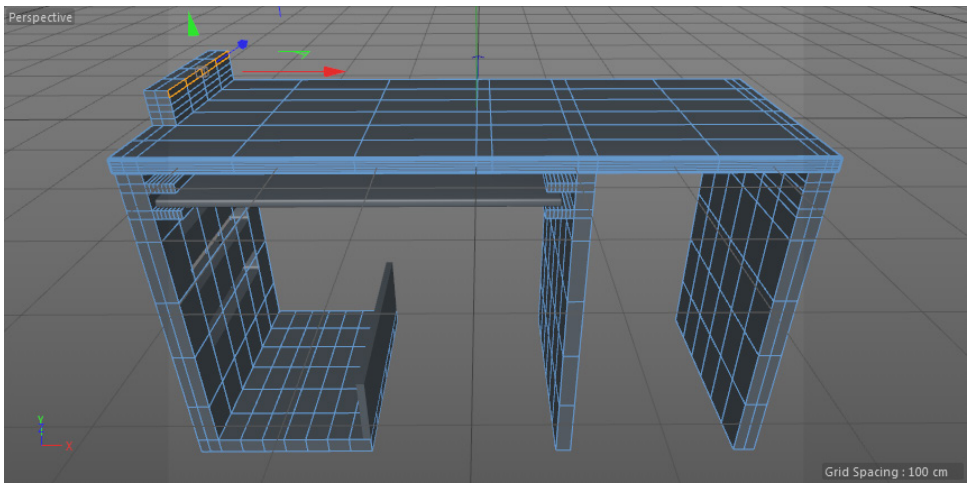

Figure 3-100 *The selected polygons of Computer table*
6. Choose the **Live Selection** tool from the Command Palette and make sure that the **Only Select Visible Elements** check box is selected. Now, select the polygons of *Computer table*, as shown in Figure 3-100.